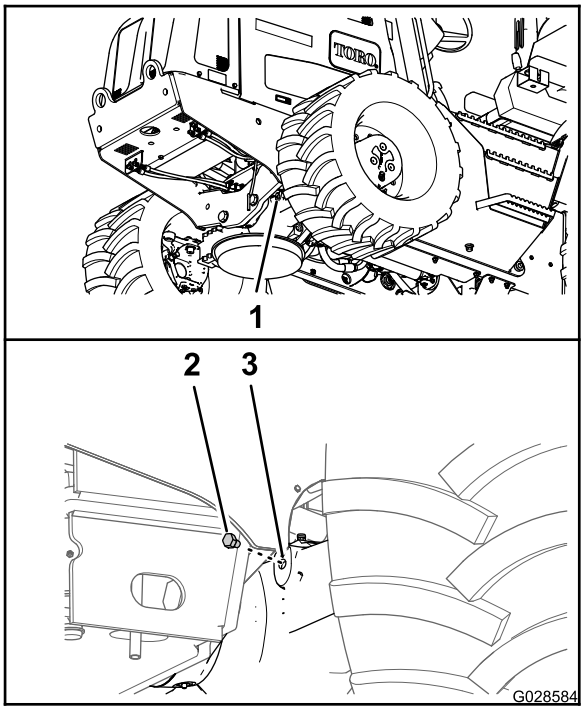
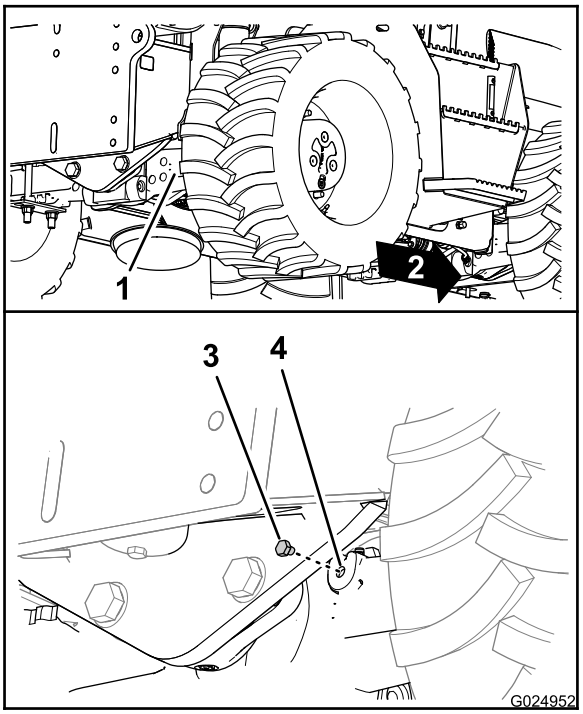

Figure 85
Figure 86
2. Remove the plugs from the sight port in the pinion housing of the axle (Figure 85 and Figure 86).
3. Look through the sight port and check that the oil level in the axle is level with the bottom of the threads of the port (Figure 85 and Figure 86).
6. Install the sight plug into the sight port in the pinion housing of the axle (Figure 85 and Figure 86).